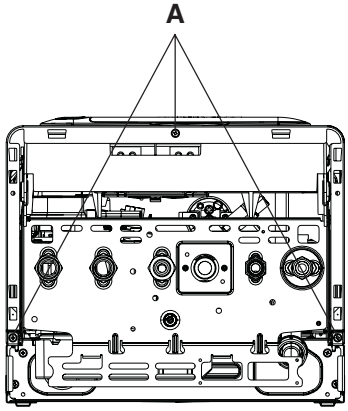

Fig. 11
- locate and unscrew the 3-screws (**A**) that secure the outer casing to the appliance (see fig. 11)
The appliance terminal block is located on the left side of the control fascia (see fig. 11). Locate and remove the screw that secures the terminal block cover.